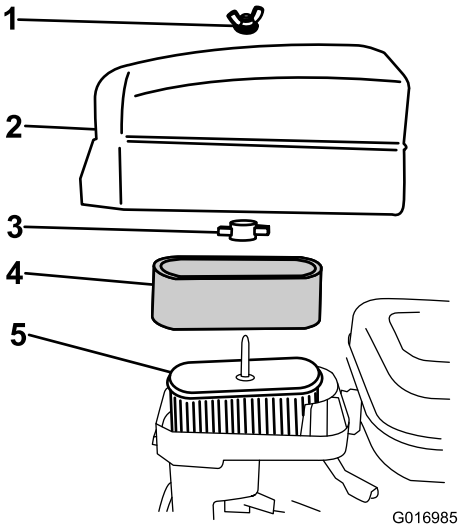

Figur 26
4. Hvis skumelementet er skittent, fjerner du det fra papirelementet (Figur 26) og rengjør det grundig, som følger: